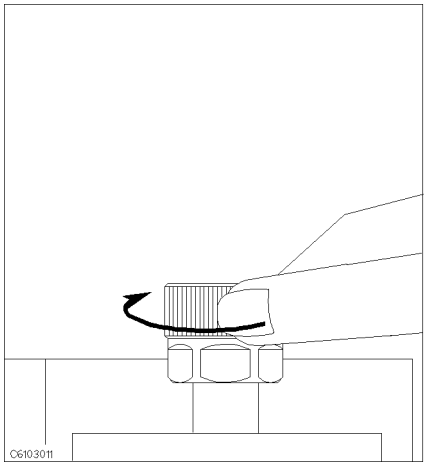

Figure 5-5.
3. Turn the APC-7® connector on the test head as shown in Figure 5-5.